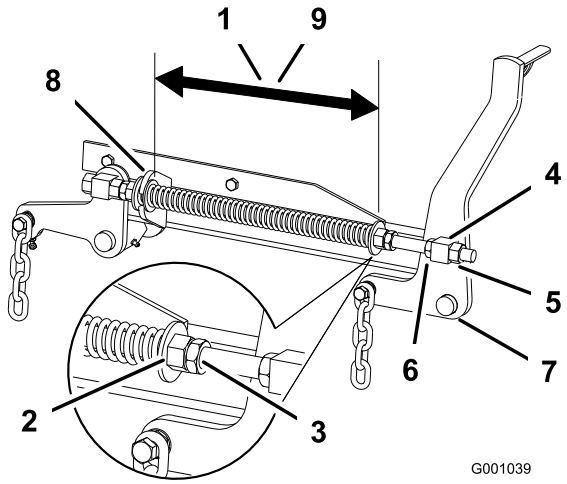

Figuur 76
2. Controleer de afstand tussen de twee grote ringen; deze moet 28,2 cm bedragen bij een 52 inch maaidek en 26,7 cm bij een 60 inch maaidek (Figuur 76).
3. U kunt deze afstand instellen door de contramoer van de veer los te draaien en vervolgens te draaien aan de moer op de voorkant van elke veer (Figuur 76).
4. U borgt de moer in deze positie door de contramoer van de veer vast te draaien (Figuur 76).